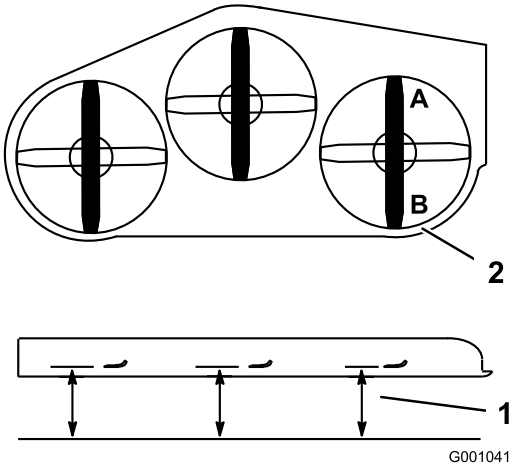

Figur 82
1. Plasser den høyre kniven på langs (Figur 82).
2. Mål den høyre kniven ved **A** fra en plan overflate til kniveggen på knivtuppen (Figur 82).
4. Mål den høyre kniven ved **B** fra en plan overflate til kniveggen på knivtuppene (Figur 82).
6. Kniven skal være 6–10 mm lavere ved stilling **A** enn ved stilling **B** (Figur 82). Dersom defleksjonen ikke er korrekt, gå til følgende trinn.